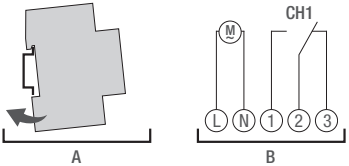

Bild 4: Montering på DIN-skena och elschema
1. Sätt fast kopplingsuret uppifrån på DIN-skenan (bild 4/A) och tryck det bakåt tills det hakar fast.
2. Installera kopplingsuret enligt elschemat (bild 4/B) (använd ledningar med en kabelarea mellan 1 mm² och 2,5 mm²).